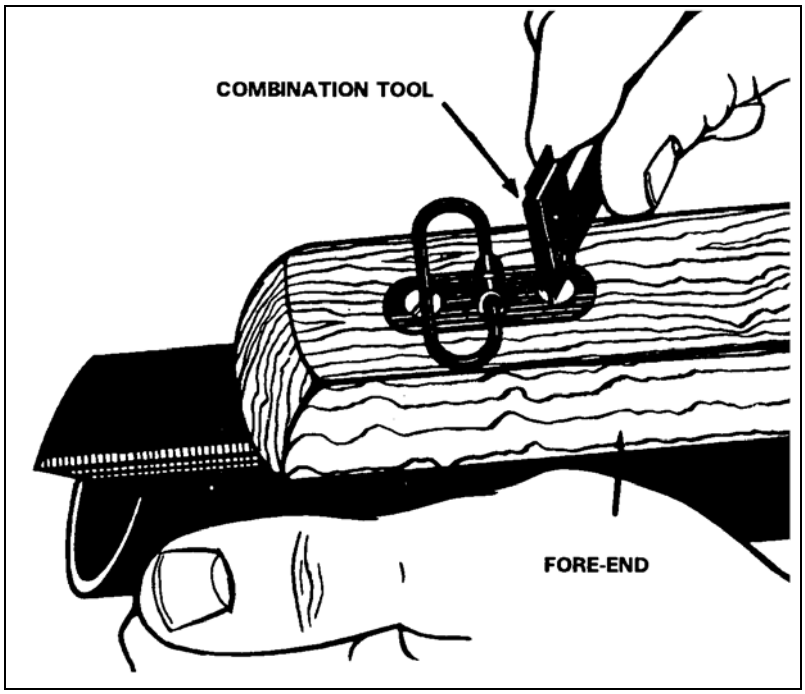
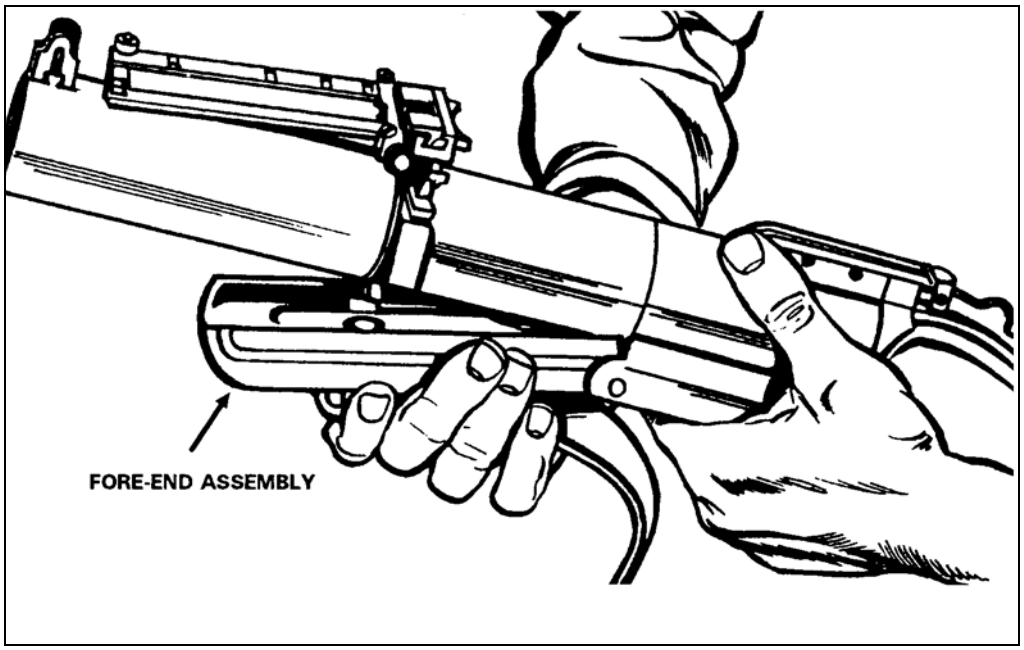

Figure A-8. Removing or installing the retaining band screw.
Figure A-9. Removing or installing the fore-end assembly.
b. Remove the retaining band screw, which passes through the rear of the front sling swivel mount, and pull the fore-end assembly away from the barrel (Figure A-8 and Figure A-9).